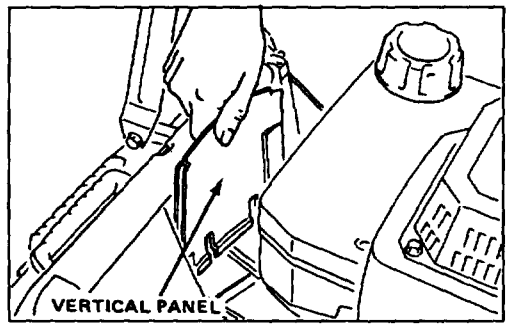

Figure 30
3. Remove the vertical panel in front of the transmission by pulling straight up (Fig. 30).